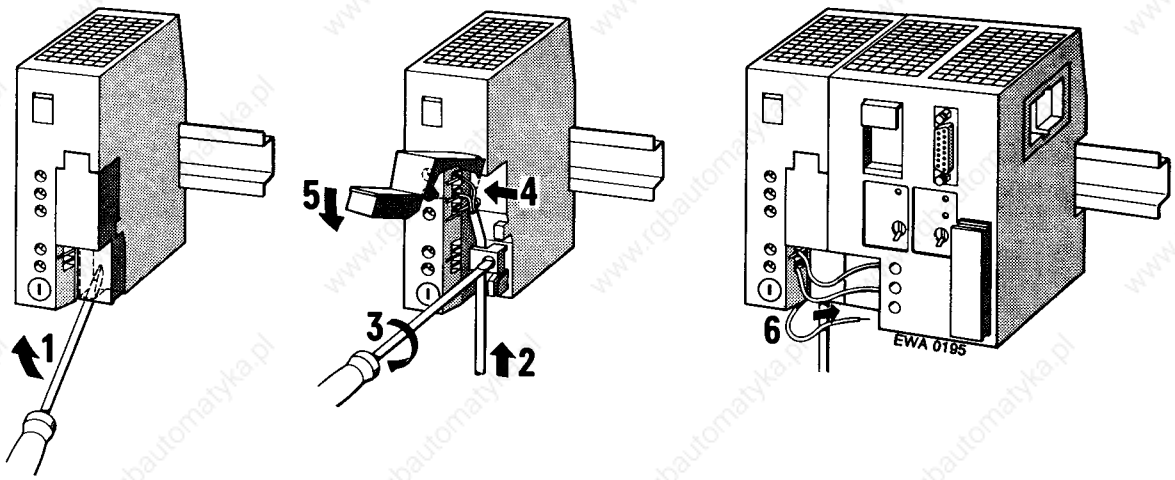

Figure 3-11. Connecting a Power Supply Module and a CPU
3. Connect the supply cable to terminals L1, N and ⏚ (see Figure 3-11).